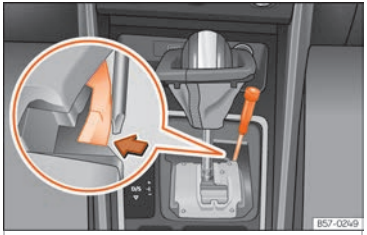

Fig. 164 Gear selector lever: manual release from the parking position.
- Using the flat part of a screwdriver, press the yellow tab sideways and keep it pressed down ››› **Fig. 164**.